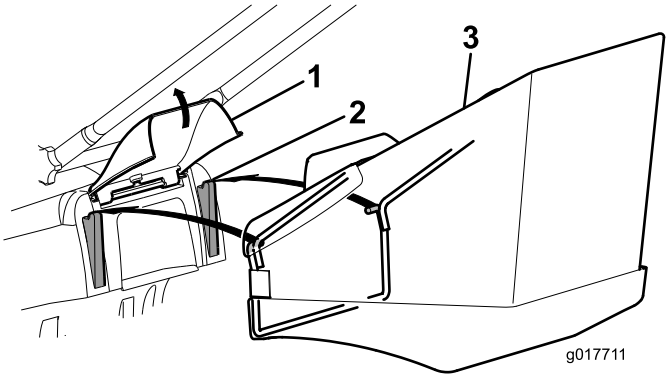
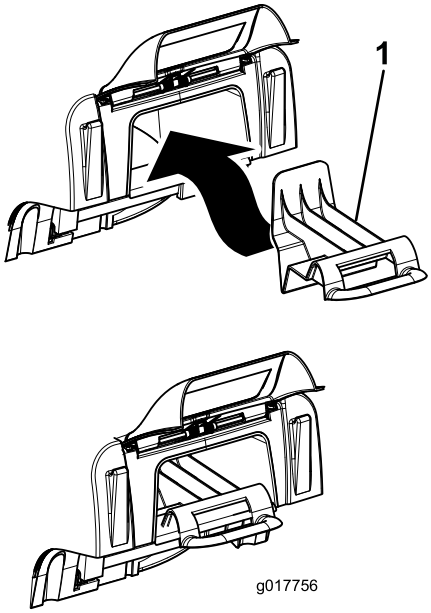

Bild 14
Bild 15
1. Heben Sie die Heckklappe an, entfernen Sie den Mulchverschluss (Bild 15) und setzen Sie den Fangkorb auf die Nieten (Bild 14).
Hinweis: Zum Umstellen von Fangkorb zu Recycler müssen Sie den Fangkorb abnehmen, den Mulchverschluss wieder einsetzen, den Sie in Schritt 1 abgenommen haben, und die Heckklappe absenken (Bild 15).